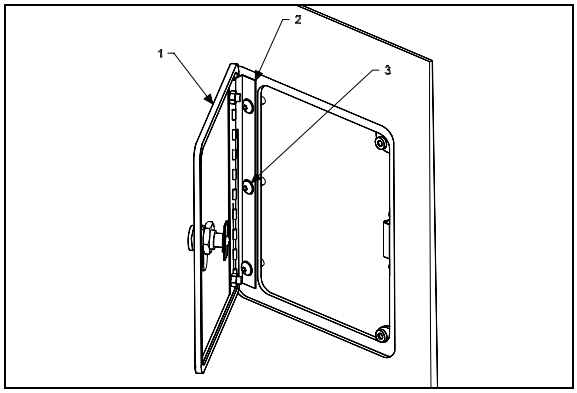

FIGURE 56: FUEL FILLER DOOR 1875003D
1. Open the fuel filler door (1, Fig. 56).
2. Loosen the screws (3, Fig. 56) holding the panel to hinge (2, Fig. 56) assembly.